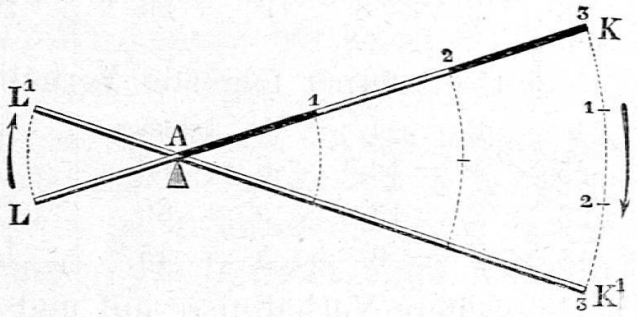

Fig. 4.
c) Vergleicht die Wege von Kraft und Last, wenn ihr den Hebel auf- und abbewegt und stellt eine Skizze her. (Siehe Fig. 4).